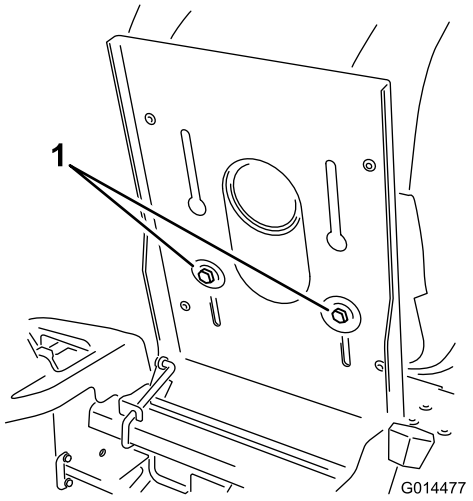

**Figur 24**
1. Løft setet og løsne justeringsboltene, akkurat nok til å bevege på setet (Figur 24).